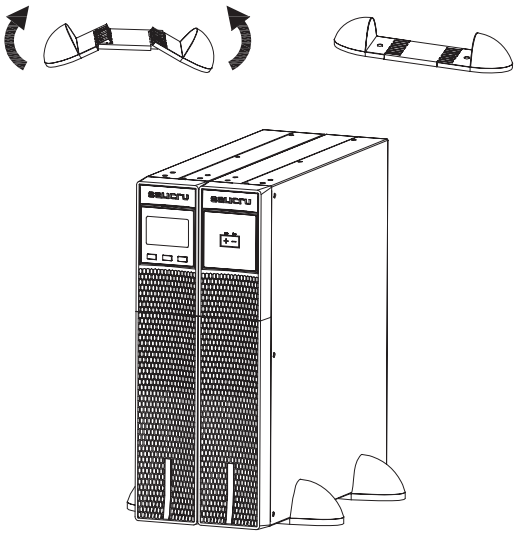

*Fig. 7. Modèleenmontagevertical-typetour-avecextension autonomie (module de batteries).*
- Placez l'onduleur et le module de batteries debout entre les deux bases (voir la Fig. 7) et à une distance de 70 mm depuis chaque extrémité, de façon similaire à ce qui est indiqué à la Fig. 7.